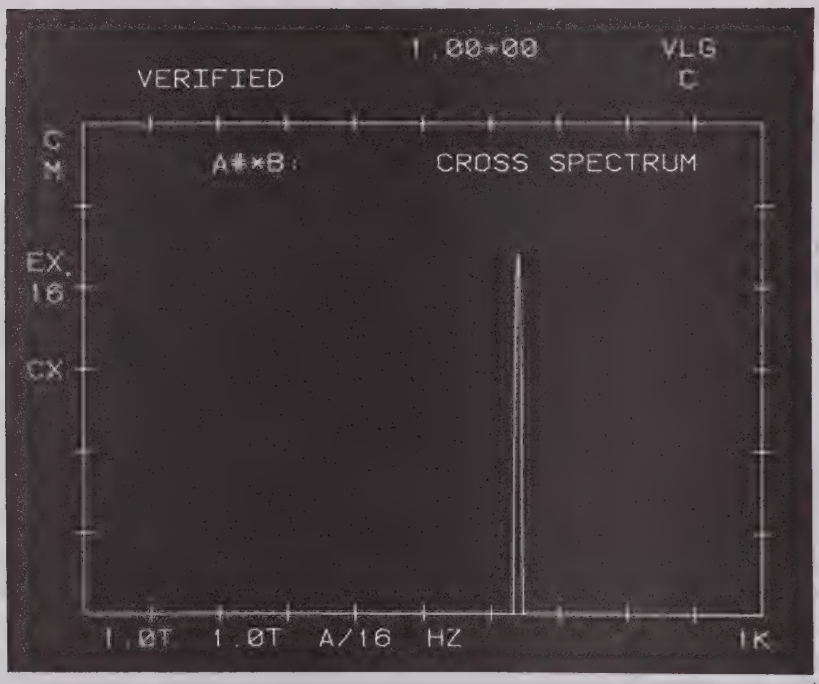

FIGURE S-3.
9. Depress SHIFT 2 VER (The message VERIFIED should appear in the cursor field. See Figure S-3).
10. Depress START (Refer to Figure S-3).